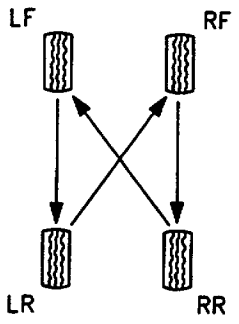

图 2－3　轮胎换位的方法
(1) 节气门体安装螺栓的拧紧。
(2) 轮胎和车轮检查与换位。检查轮胎有无异常磨损或损坏。为使磨损均匀和延长轮胎使用寿命，应对轮胎进行换位，换位方法见图 2－3。如果出现不正常磨损或早期磨损，应检查车轮定位是否正确，车轮是否损坏。在拆下车轮的情况下，应进行制动系统检查，检查内容见“计划维护说明”中的“制动系统检查”。